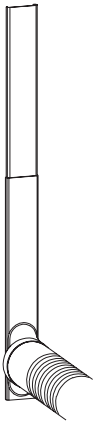

Fig4
4. Exhaust air duct, window kit and their accessories assembly finished as Fig4 drawing illustrated.